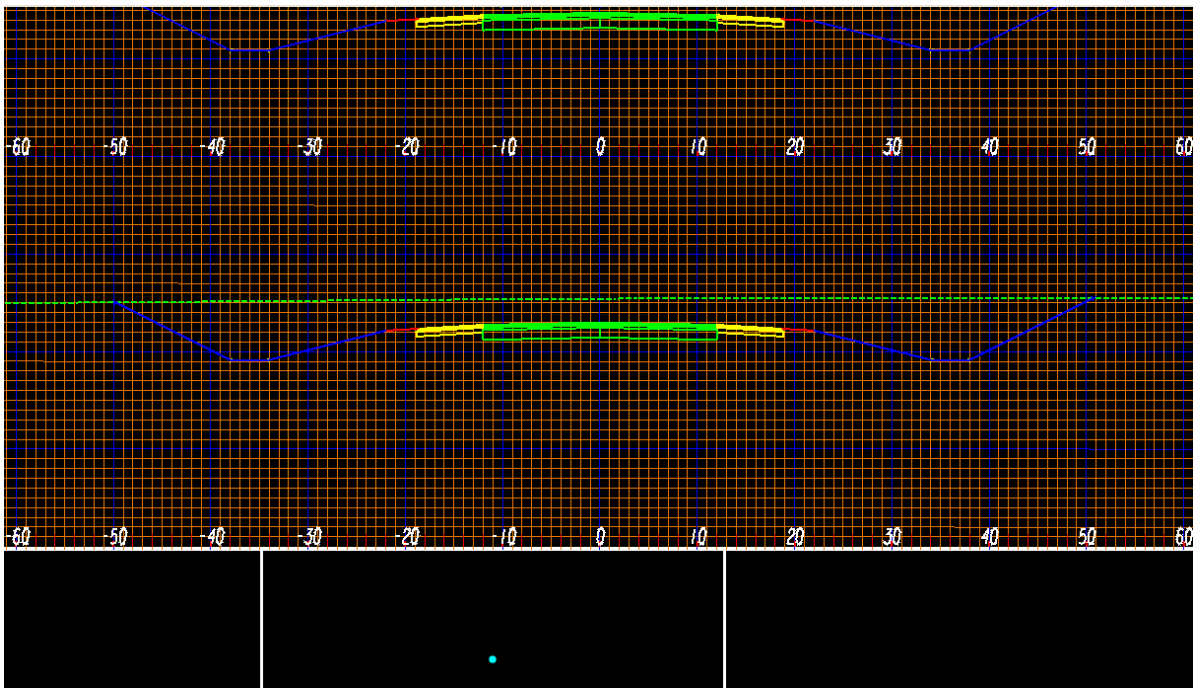

Figure L9-9 MicroStation View Window
27.	**Zoom into Station 10+00.** • In InRoads, select **Evaluation ► Cross Section ► Cross Section Viewer**. • Change the **Zoom Factor:** to ***0.4000***. • Highlight Station **10+00**. • Your view in MicroStation should be similar to that shown in *Figure L9-9*. **NOTE:** At the end of the cursor, the Offset and Elevation text of the current location will display. The displayed text attributes (size, color, etc.), uses the following MicroStation Place Text settings: Height, Width, Font, and Justification. These settings can be adjusted in the MicroStation Place Text dialog if the text size is too large. • Click **Close** to exit the **Cross Section Viewer** dialog box.